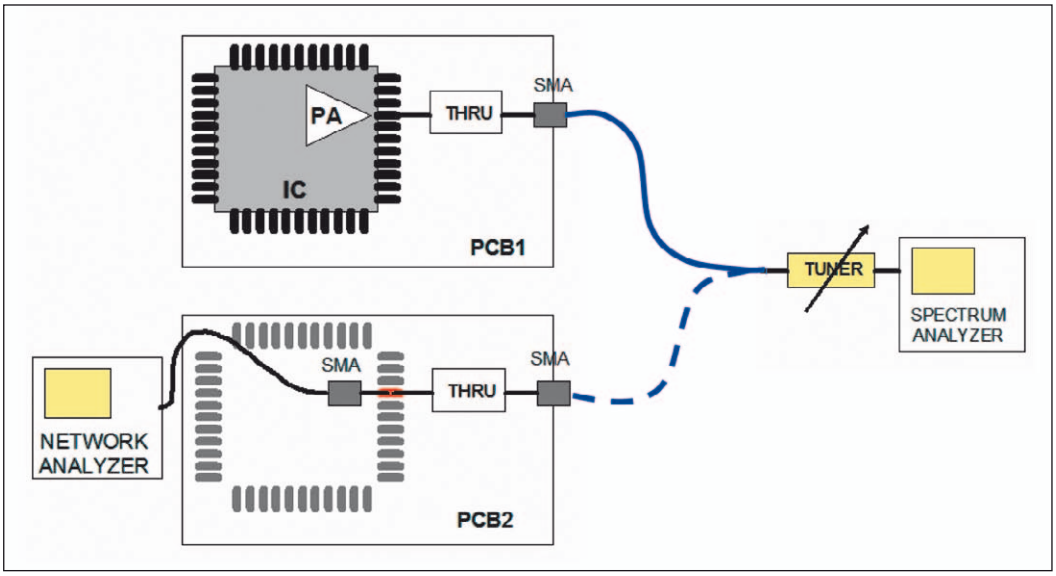

Bild 17: Messanordnung zur Optimierung der transformierten Lastimpedanz
2. Sichern Sie ab, dass auf beiden Boards ein echter (thru) Port vom RFOUT Pad zum Antennenanschluss existiert, indem Sie eventuelle seriell liegende Komponenten überbrücken und alle querliegenden Komponenten entfernen. Die einzige Ausnahme ist der Bias zum RF_{OUT} Port. Ersetzen Sie alle Induktivitäten zwischen diesem Port und der Stromversorgung mit einer dämpfungsarmen (High-Q) Luftspule, welche die Betriebsspannung gut entkoppelt. Dies bedeutet eine einfache Bias-T-Schaltung. Die Eigenresonanz der Spule muss über der höchsten Messfrequenz liegen. Eine Spule mit 82 bis 120 nH ist brauchbar für 900 MHz. Die Testanordnung illustriert Bild 17.